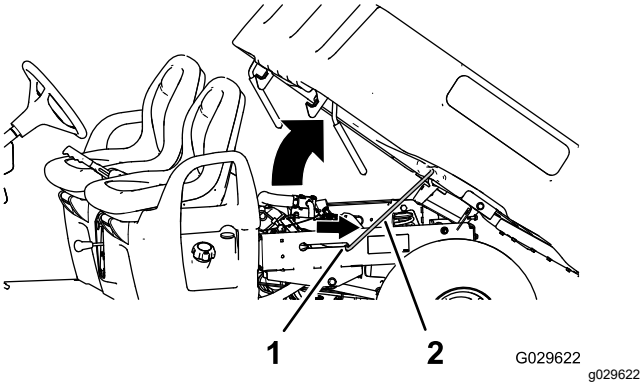

Figur 13
2. Træk støttepinden ind i den forsænkede åbning for derved at fastgøre ladet (Figur 13).
2. Træk støttepinden ud af den forsænkede åbning (Figur 13).
3. Sænk ladet, indtil det låses sikkert på plads (Figur 13).